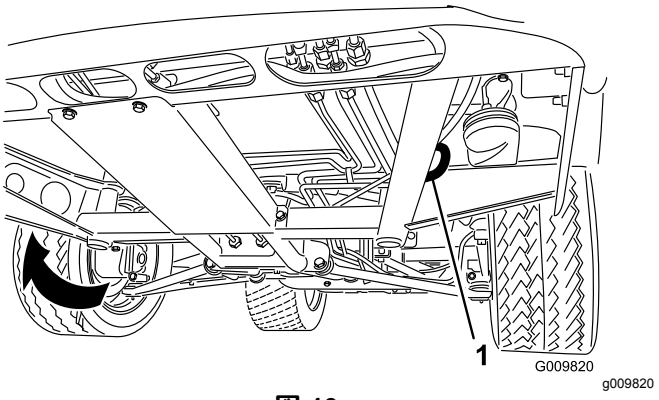
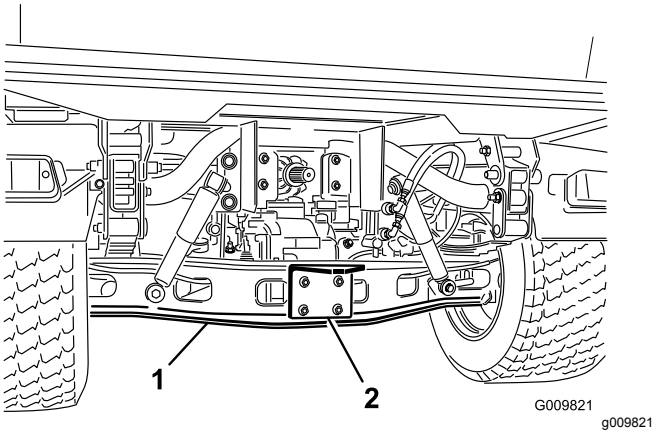

図 19
図 20
ロープがけポイントについては図 19 と 図 20 を参照してください。
1. 機体前部にある牽引トングにロープなどの牽引索を取り付ける図 19。